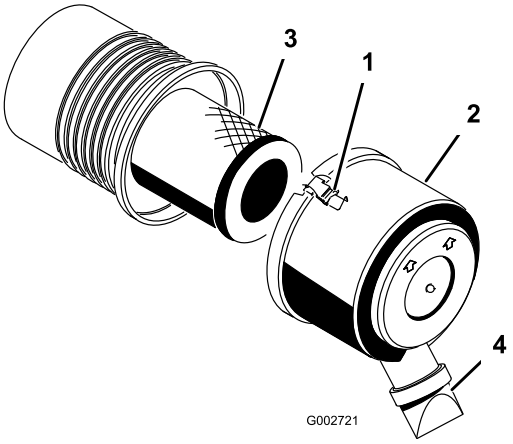

Figuur 27
1. Maak de sluitingen los waarmee het deksel van het luchtfilter is bevestigd aan het luchtfilterhuis (Figuur 27).